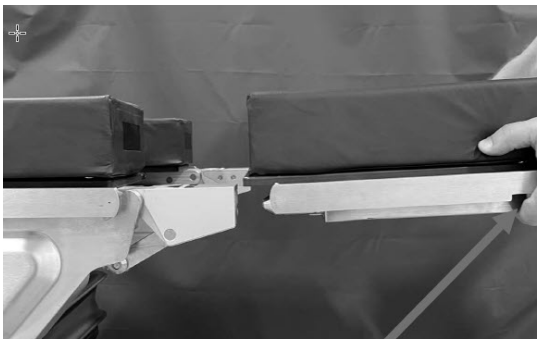

Figure 4-16. Fixation de la section appui-jambes
2. Lorsque la section siège de la table est de niveau, insérer les deux montants de la section appui-jambes dans les réceptacles jusqu'à ce qu'ils soient complètement enclenchés. Un « clic » indique que l'installation a été effectuée correctement (voir la *Figure 4-16*).
2. Tout en maintenant l'armature de la section appui-jambes, appuyer sur les deux poignées et tirer simultanément vers l'arrière (voir la *Figure 4-16*).